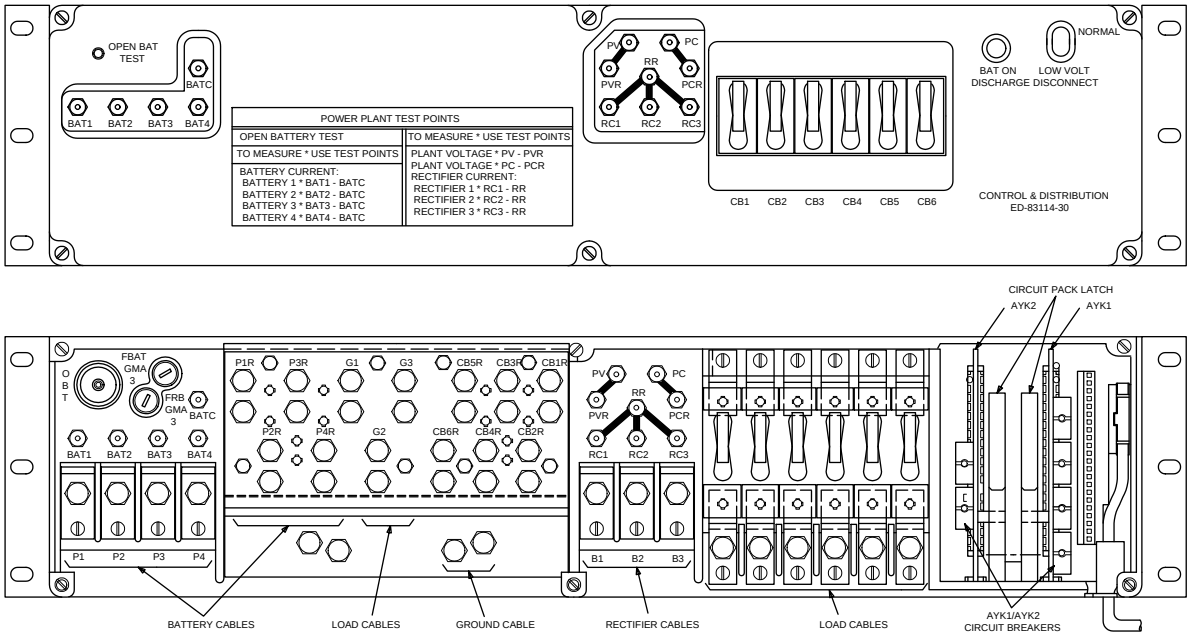

**Figure 2 – Connections to Control & Distribution Panel**
3. Remove cover from control & distribution panel [Figure 2].
4. Verify rectifier cables are connected to **B1**, **B2**, and **B3** terminals [Figure 2]. Verify rectifier return ground cables are connected to **G1**, **G2**, and **G3** terminals [Figure 2].